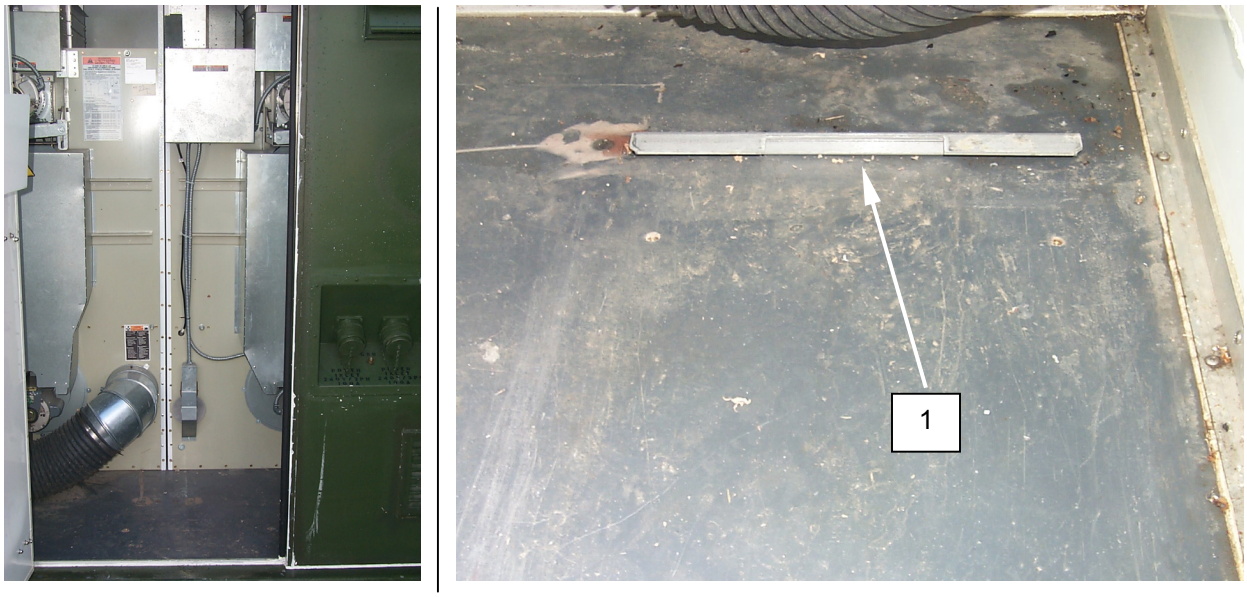

Figure 10. Slide the Air Compressor into Place.
2. Locate the air compressor retaining bracket **(Figure 10, Item 1)**.